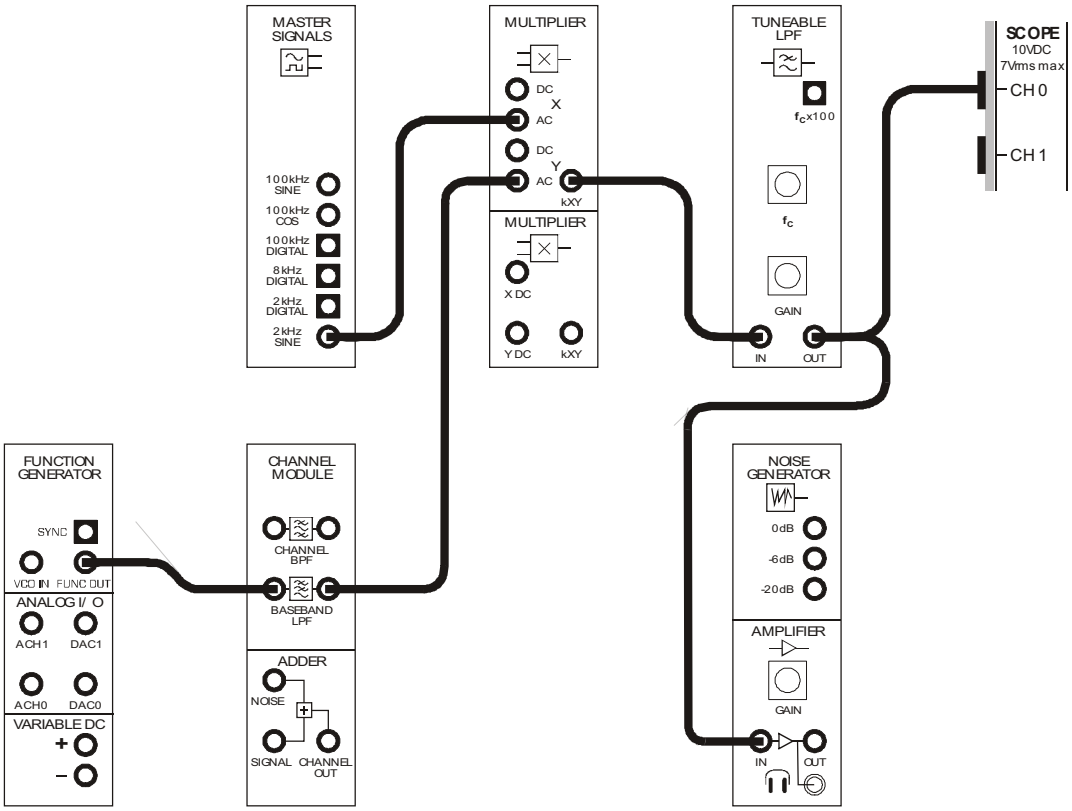

Figure 4
13. Connect the set-up shown in Figure 4 below.